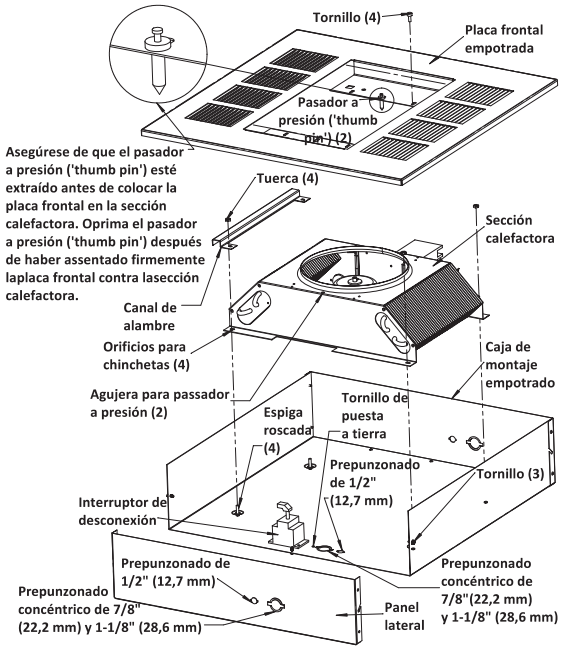

Figura 3
1. Extraiga la caja de montaje empotrado (Figura 3) de la caja que contiene el gabinete de montaje empotrado tipo REA.
2. Quite los tres tornillos y el costado de la caja de montaje empotrado para facilitar el conexionado (Figura 3).
3. Retire uno de los troqueles que están cerca del tornillo de puesta a tierra e instale un conector de cables o conductos (Figura 3).
4. Instale el interruptor de desconexión opcional (si fuera necesario) como se indica en la Figura 3.
8. Posicione la sección calefactora sobre las espigas roscadas de la caja de montaje empotrado (Figura 3).
9. Empuje la sección del calefactor contra los pernos y coloque dos tuercas (incluidas) en los pernos para sujetar la mitad de la sección del calefactor opuesta a los cables enfundados a la caja empotrable. Empuje el cablecanal contra los pernos asegurándose de que los cables enfundados queden adentro del cablecanal y coloque dos tuercas (incluidas) en los pernos para sujetar el cablecanal y la otra mitad del calefactor a la caja empotrable. (Figura 3).
10. Extraiga la placa frontal empotrada (Figura 3) de la caja que contiene el gabinete de montaje empotrado tipo REA.
NOTA: asegúrese de que el pasador a presión ('thumb pin') de cada extremo de la abertura de la rejilla de descarga esté extraído, para permitir que el cuerpo de estos pasadores encaje en los agujeros de la sección calefactora (Figura 3).
13. Instale y apriete firmemente los cuatro tornillos (suministrados) para asegurar la placa frontal empotrada a la sección calefactora (Figura 3).